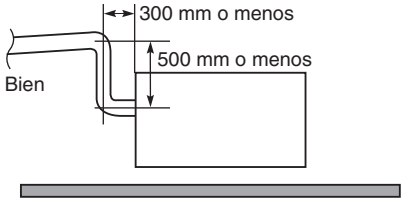

Fig. 3-11
- **Si es necesario aumentar la altura del tubo de drenaje, podrá levantarse la sección que está directamente debajo del orificio de conexión en un máximo de 500 mm. No la levante más de 500 mm, porque podrían producirse fugas de agua. (Fig. 3-11)**